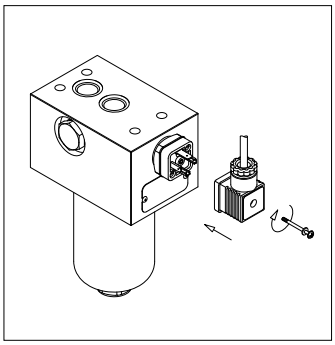

fig. 9
- (Fig. 9 Insert the connector by fastening the central screw (only for electrical indicators)
- For the mounting/dismounting of the indicator, please refer to the paragraph “Clogging indicator replacement” above (Fig. 9÷12)